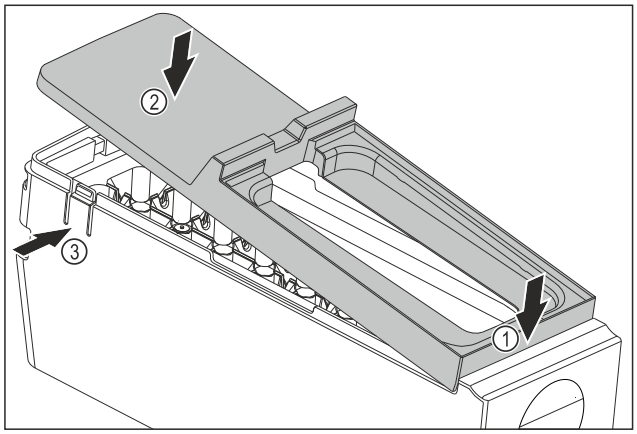

Fig. 148
▶ Installing the EasyTwist-Ice body cover: Place the cover on the front. *Fig. 148 (1)*
▶ Lower the cover at the rear. *Fig. 148 (2)*
▷ The cover locks into both tabs *Fig. 148 (3)* audibly.